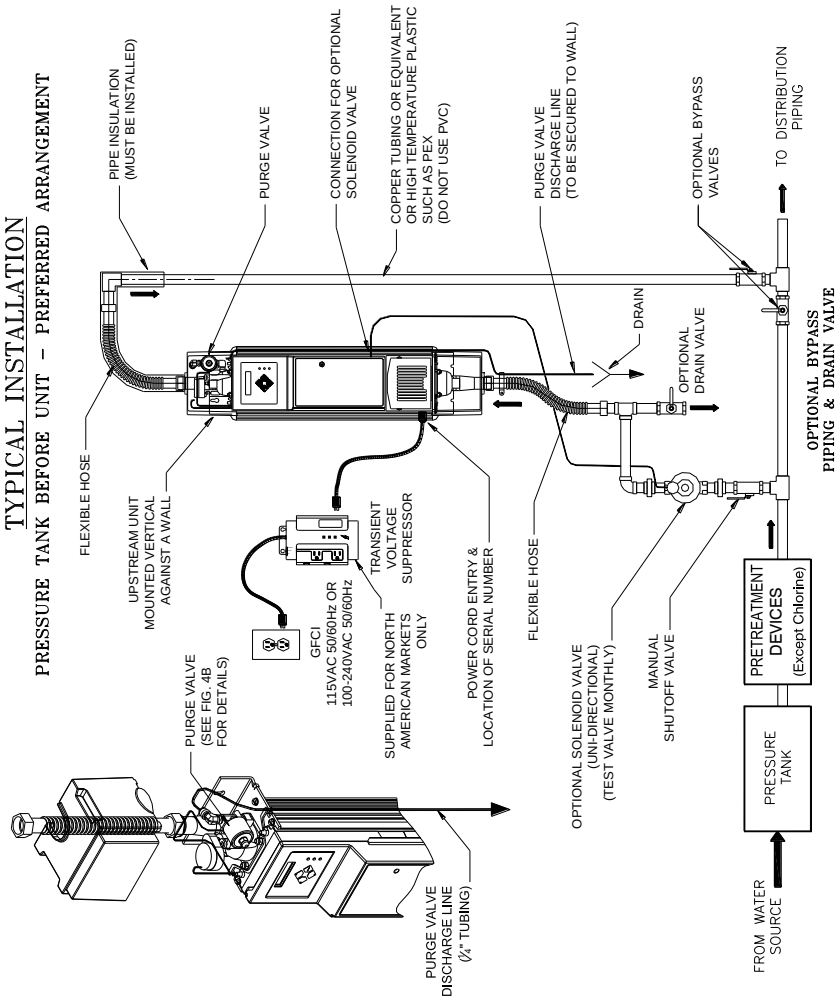

Figure 1B
It also requires male NPT fittings for the hose connections and also for the optional solenoid valve (1”or 1.5”). The Upstream unit requires a drain for purge valve discharge line. These fittings, pipe insulation, and any piping compatible with the plumbing should be on hand before you begin installation. See Figure 1B and make a list of all necessary components including solder, paste and thread sealant. Bypass piping and valves that isolate the unit are optional, (but recommended) as is a drain valve for draining the unit.
Step 2: If you have decided to install an optional bypass line and drain, you may begin to install these fittings at this point. See Figure 1B or 1C for more information on how to connect optional bypass piping and drain.
Step 2: Plug the female end of the power cord into the power entry module located on the left side of the front panel. The power cord must be removed before front panel can be opened. See Figure 1B or 1C. Plug the male end of the power cord into the Transient Voltage Surge Suppressor supplied. Plug the Transient Voltage Surge Suppressor into a GFCI. Flip the switch on the Transient Voltage Surge Suppressor to ON position.